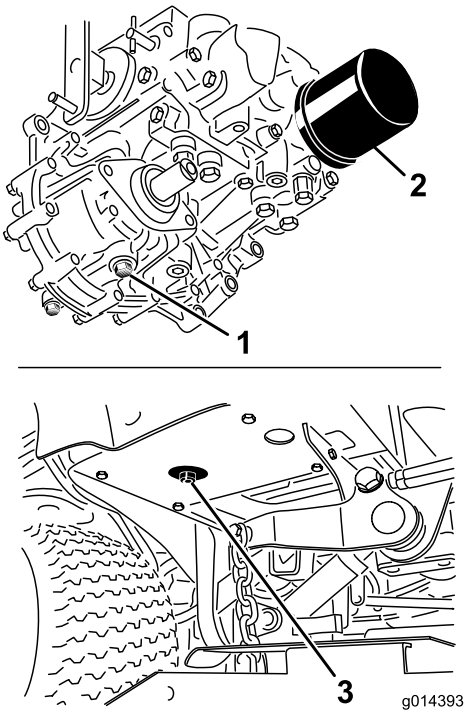

Figuur 63
3. Plaats een grote bak onder het hydraulische reservoir en de versnellingsbak en verwijder de aftappluggen om alle hydraulische vloeistof weg te laten lopen (Figuur 63).
4. Reinig de omgeving van het hydraulische filter en verwijder dit (Figuur 63).